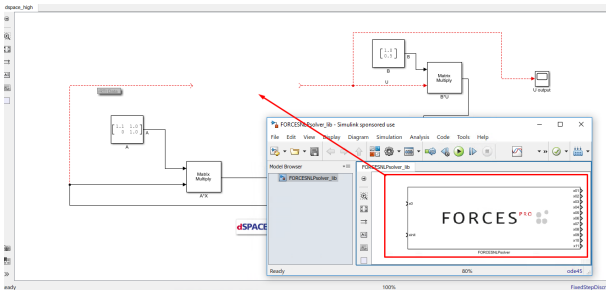

Figure 10.6: Copy-paste and connect the FORCES PRO block.
6. (Figure 10.6) Copy-paste the FORCES PRO Simulink block into your simulation model and connect its inputs and outputs appropriately.